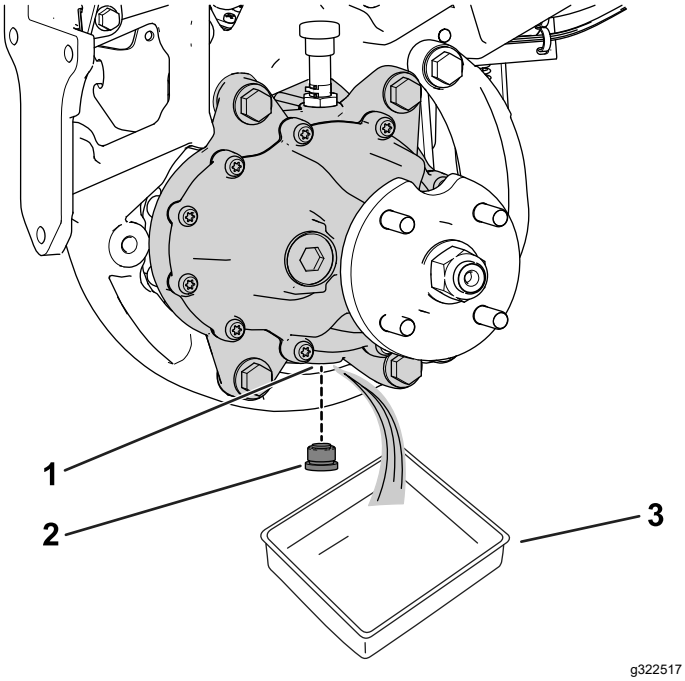

Figura 65
3. Coloque un recipiente debajo del conjunto del motor de rueda (Figura 65).
4. Retire el tapón del orificio de vaciado (Figura 65).
6. Instale el tapón de vaciado en el orificio de vaciado (Figura 65).